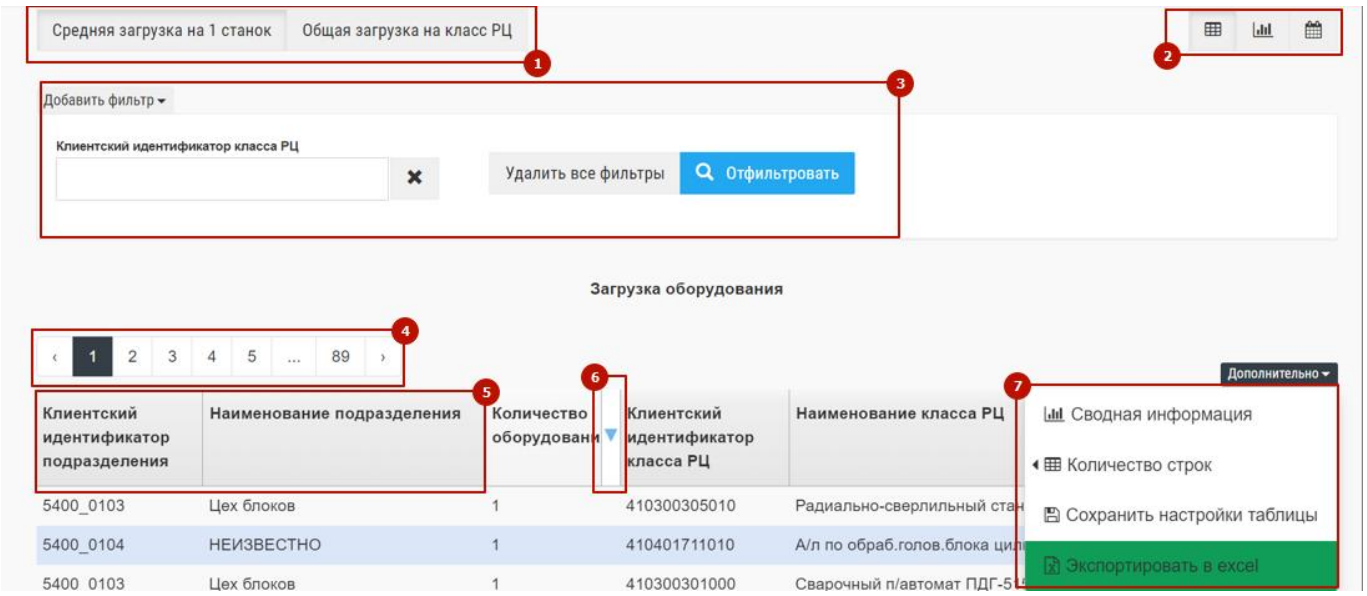

Рис. 4 – Пример интерфейса рабочего экрана
Пример типового интерфейса рабочего экрана с указанием элементов приведен на Рис. 4.
- Для ряда таблиц реализован функционал изменения содержимого таблицы (например, просмотр общей загрузки оборудования и средней загрузки на 1 станок). Для переключения между содержимым пользователю следует нажать соответствующую кнопку (1 на Рис. 4).
- Для переключения между режимами просмотра данных (табличный, диаграмма, по периодам) при наличии соответствующего функционала во вкладке, пользователю следует нажать соответствующую кнопку (2 на Рис. 4). При наведении на кнопку появляется подсказка.
- Для фильтрации данных (в т.ч. на диаграммах) пользователь может нажать кнопку «Добавить фильтр», выбрать доступный фильтр, указать его значение в появившемся поле и нажать на кнопку «Отфильтровать» (3 на Рис. 4).
- По умолчанию на каждой странице таблицы выводится 20 строк. Доступна возможность изменить количество строк на одной странице. Для этого пользователю необходимо нажать на кнопку «Дополнительно» а затем в появившемся меню перевести указатель мыши на пункт «Количество строк». Далее нужно из выпадающего списка выбрать требуемое количество строк и закончить выбор нажатием левой кнопки мыши (7 на Рис. 4).
- Для переключения страниц необходимо нажать на кнопку с номером страницы (4 на Рис. 4).
- Для сортировки по выбранному столбцу пользователь должен нажать левой клавишей по заголовку соответствующего столбца (5 на Рис. 4).
- Для изменения состава отображаемых столбцов пользователю необходимо навести указатель мыши на шапку таблицы и нажать левой кнопкой мыши на стрелку в виде треугольника, направленного вниз. Затем в выпадающем списке выбрать столбцы для отображения путем нажатия на соответствующие пункты меню (6 на Рис. 4).
- Для сохранения настроек таблицы пользователю следует нажать кнопку «Дополнительно», выбрать пункт «Сохранить настройки таблицы» в выпадающем списке (7 на Рис. 4).
- Для вывода сводной информации (сумма и среднее) по столбцу с основными данными таблицы необходимо нажать кнопку «Дополнительно» а затем выбрать пункт «Сводная информация» (7 на Рис. 4).
- Для экспорта данных таблицы в Excel пользователю следует нажать кнопку «Дополнительно», выбрать пункт «Экспортировать в excel» в выпадающем списке (7 на Рис. 4).